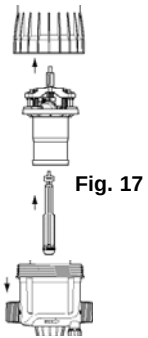

Fig. 17
- Estrarre l'insieme pistone motore (**Fig. 17**) tirandolo verso l'alto.